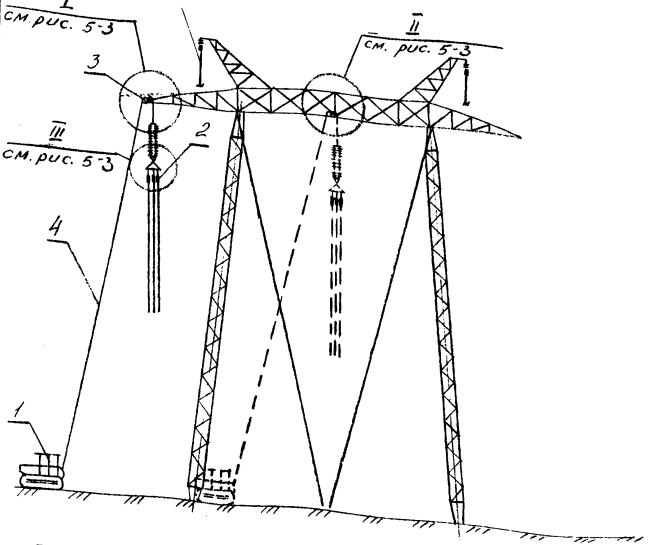

Рис. 5-2 Подъем проводов с гирляндой в раскаточных роликах на промежуточную опору
2.3.7. Поднять провода с гирляндами на опору в последовательности: крайняя фаза - средняя фаза - крайняя фаза (рис.5-2).